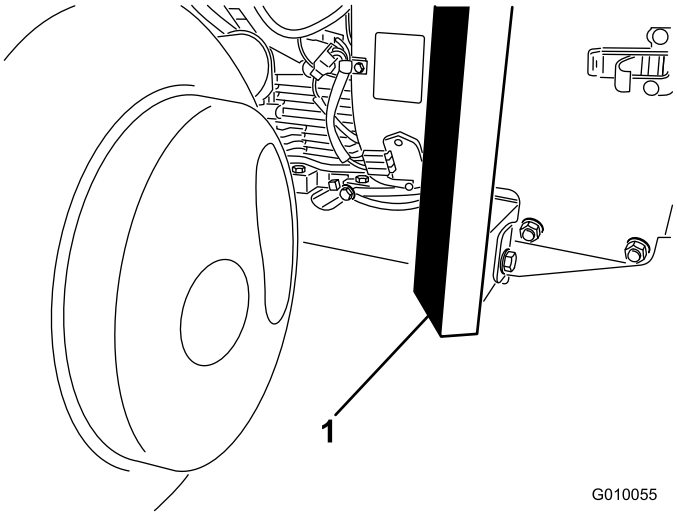

Figura 41
2. Posicione bem o apoio debaixo da parte da frente da estrutura (Figura 41).